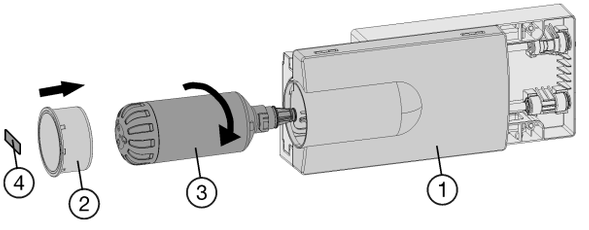

*Fig. 50*
▶ Coloque el filtro de agua *Fig. 50 (3)* y gírelo unos 100° hacia la derecha hasta que haga tope.
▶ Introduzca el cajón *Fig. 50 (1)*.
▶ Coloque la tapa del filtro *Fig. 50 (2)*.
▶ Anote la fecha de la próxima sustitución en la etiqueta adhesiva *Fig. 50 (4)* suministrada y pegue dicha etiqueta en el módulo.